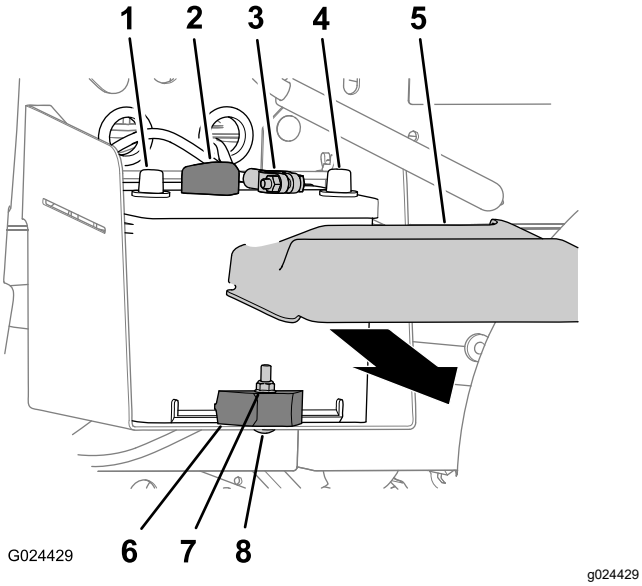

**Figur 49**
1. Klem på sidene av batteridekslet, og fjern dekslet fra toppen av batteriet (Figur 49).
2. Koble den negative batterikabelen fra batteripolen (Figur 49).
3. Koble den positive batterikabelen fra batteriklemmen (Figur 49).
2. Fjern låsemutteren, låsebolten og batterifestet som fester batteriet til batteriholderen (Figur 49).
3. Fjern batteriet fra batteriholderen (Figur 49).
1. Juster batteriet til batteriholderen i maskinen (Figur 49).
**Merk:** Pass på at de positive og negative polene til batteriet er stilt inn som vist i Figur 49.
2. Fest batteriet til batteriholderen med batterifestet, låsebolten og låsemutteren (Figur 49).
1. Koble den positive batterikabelen til batteriklemmen (Figur 49).
2. Koble den negative batterikabelen til batteriklemmen (Figur 49).
3. Monter batterideksletet over batteriet (Figur 49).